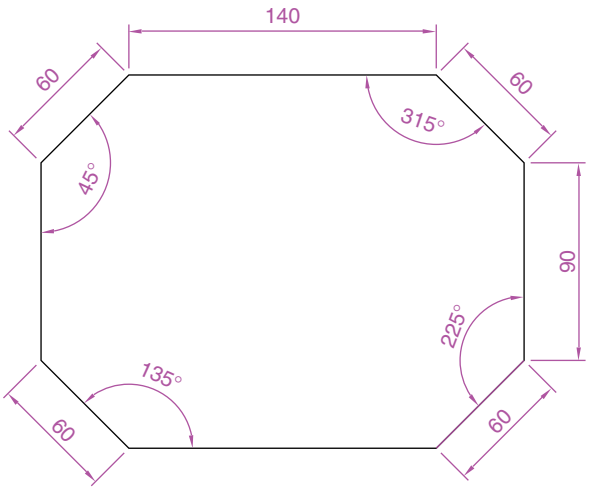

Fig. 2.30 Exercise 3
3. Using the **Line** tool, construct the outline in Fig. 2.30.